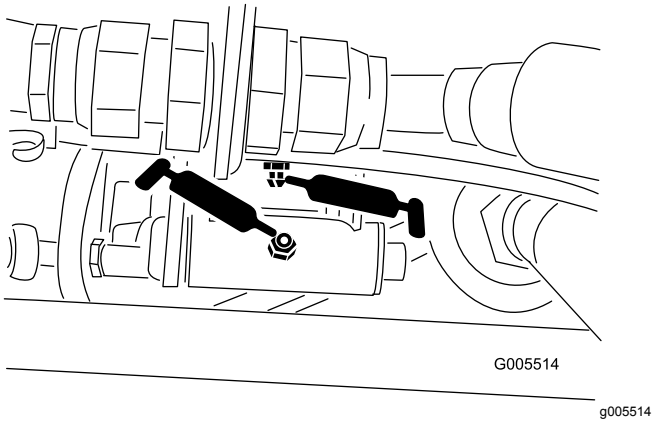
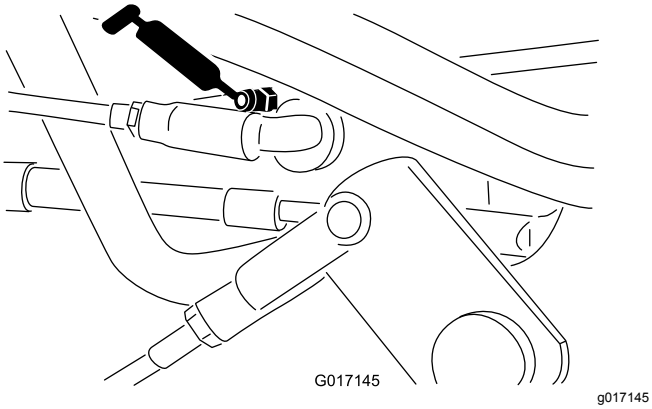

**Figuur 34**
**Figuur 35**
- Toerentalkoppeling (Figuur 34 en Figuur 35)